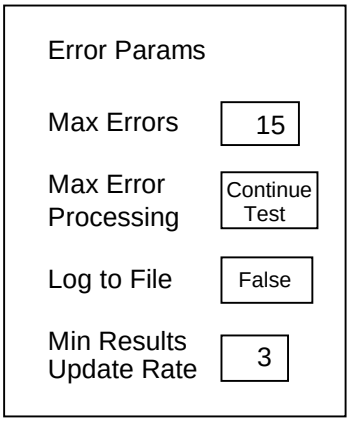

Figure 2-7 Error Parameters
a.) **Error Parameters Area** - These choices are shown in every diagnostic interface (see Figure 2-7). Click on the error parameter icons to view the choices.